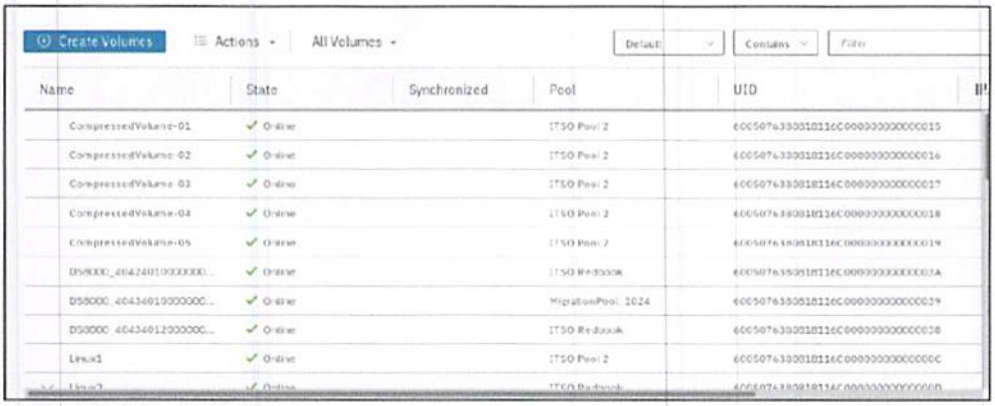

Figure 3.21 Create Volumes
3. Click **Create Volumes**, as shown in Figure 3.21.